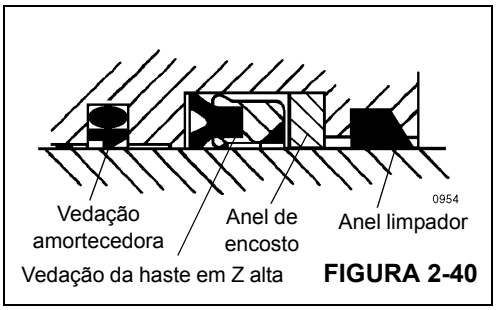

FIGURA 2-40
4. Instale os anéis de desgaste de reposição, a vedação amortecedora e a vedação da haste em Z alta na parte interna da cabeça (Figura 2-40). Verifique se o entalhe da vedação amortecedora está mais próximo da vedação da haste em Z profunda. Verifique se a ranhura do aro da vedação da haste em Z profunda está mais próxima da vedação amortecedora.